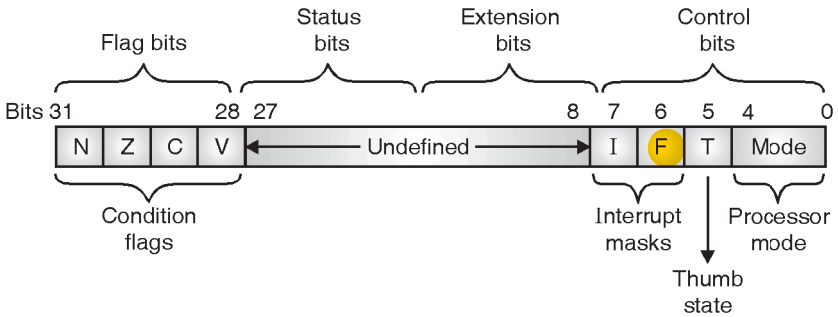

Fig. 2.4.3 : CPSR and SPSR register format
- The CPSR contains condition code flags, interrupt disable bits, current processor mode and other control and status information. Each exception mode contains a Saved Program Status Register (SPSR). It is responsible for holding the value of CPSR in case the exception occurs. Fig. 2.4.3 shows the format of the CPSR and SPSR registers.